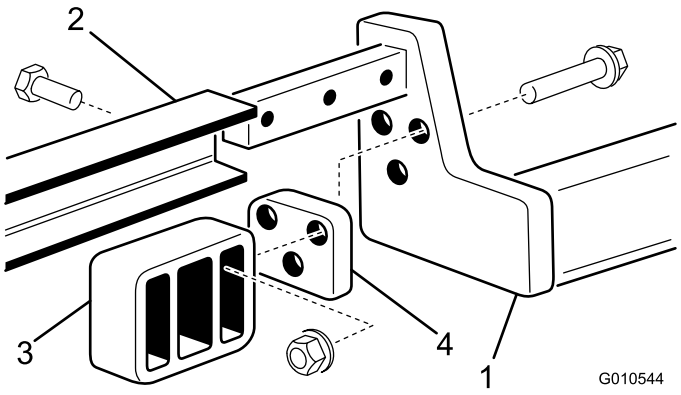

Figur 6
3. Monter en bageste vugge på hver løftearm med 3 bolte (3/8 x 2 tommer), afstandsklodser og flangemøtrikker som vist i Figur 6.
4. Skub bærerrammen på løftearmene, idet du sørger for, at monteringshullerne flugter. Fastgør hver side af bærerrammen på løftearmene med 3 bolte (1/2 x 1-1/2 tomme). Tilspænd boltene til 95-108 Nm (Figur 6)